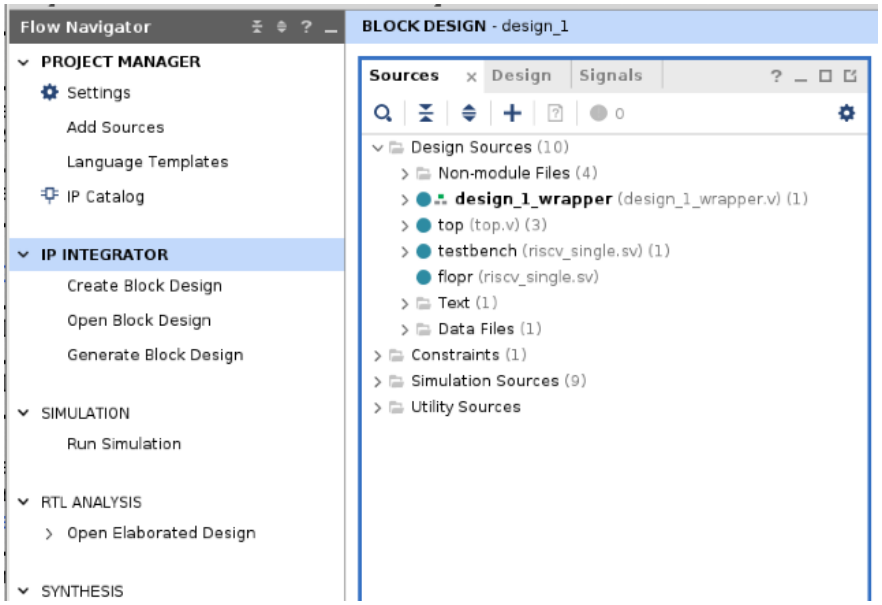

Figure 4: Open Block Design and Sources Window
If you need to make modifications to your files, you will need to do so in Vivado now because **the script will copy the file on your desktop into the project directory**. Modifications made to the file on your desktop will not be reflected in the project. Go to Open Block Design on the left panel and then select the Sources tab in the upper left window (i.e., Figure 4). You'll have to do a bit of digging through the source tree to get to your RISC-V core because this project has many components in the background to make things run, expand the design_1_wrapper, design_1, top_0, design_1_top_0_0, and finally inst : top to reveal your RISC-V core called `riscvsingle:riscvsingle`. Double-click that entry to open the file. Make your changes and save the file.
1. Click Add Sources under the Project Manager heading on the left panel (i.e., Figure 4).